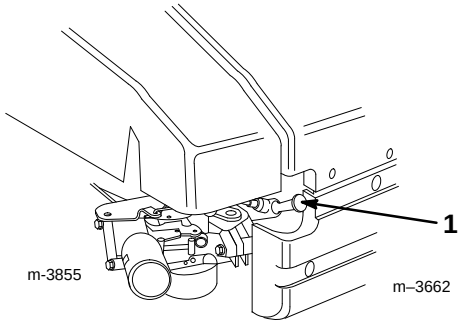

Abbildung 9
1. Das Kabel von der Zündkerze abziehen (Abb. 9).